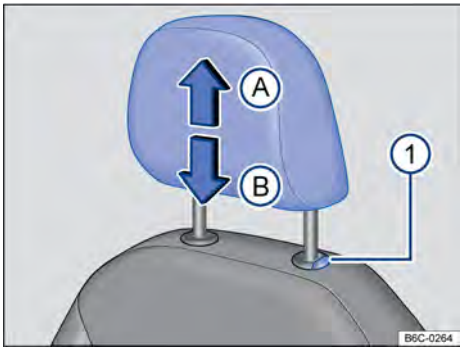

Fig. 69 Apoio para cabeça: ajustar, desinstalar e instalar.
– Deslocar o apoio para cabeça para cima Ⓐ ou para baixo Ⓑ na direção da seta com o botão → Fig. 69 ① pressionado → ⚠ em *Introdução ao tema* na página 86.
– Retirar o apoio para cabeça com o botão → Fig. 69 ① pressionado na direção da seta Ⓐ.
– Empurrar o apoio para cabeça totalmente para baixo na direção da seta Ⓑ com o botão → Fig. 69 ① pressionado.
– Empurrar o apoio para cabeça para baixo com o botão na direção da seta Ⓑ→ Fig. 69 ① pressionado.